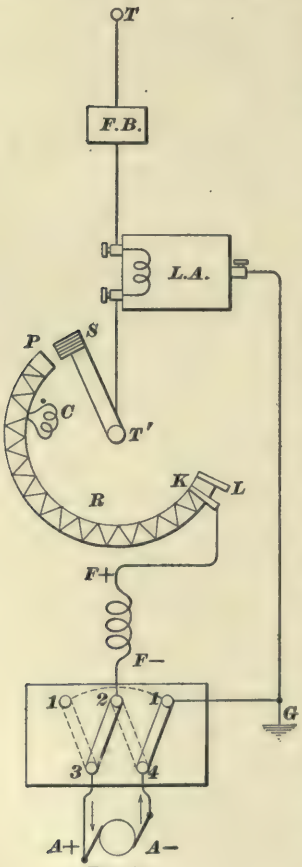
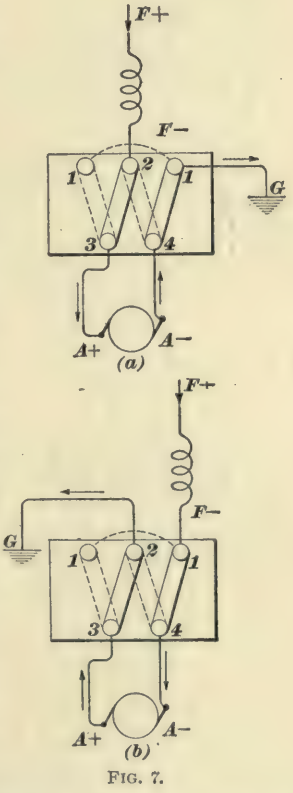

FIG. 2.
FIG. 7.
**3. Rheostat Without Loop or Shunt.**—When the rheostat is used without either loop or shunt, there is no place where a wrong connection is apt to be made, because in Fig. 2 there are only two wires running to the rheostat—the $F+$ field wire and the trolley trunk wire—and, as the wire from the fuse box is just in line with the rheostat-arm post where it goes, a workman must go far out of his way to get it into the post where the $F+$ wire is intended to go.
**8.** The confusion of reverse-switch connections will be considered in connection with Fig. 2. First suppose the *F*— field wire and the ground wire to be interchanged; in Fig. 7 (*a*), the reverse-switch connections of Fig. 2 are reproduced; in Fig. 7 (*b*), the wrong connection is shown. In Fig. 7 (*a*), the current goes into the armature at the left-hand brush, and leaves at the right-hand brush; in Fig. 7 (*b*), for the same position of the reverse switch, the current goes in at the right-hand brush, and comes out at the left-hand brush. If the switch is on the dotted position, the current enters the armature the same as in Fig. 7 (*b*). The effect of interchanging *F*— and *G*, then, is to reverse the motion of the car, as in Art. **6**.